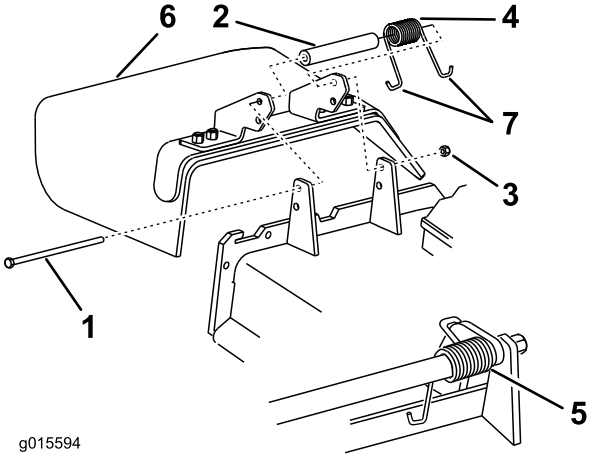

**Figur 89**
1. Fjern låsemutteren, bolten, fjæren og avstandsstykket som holder avlederen festet til svingboltbrakettene (Figur 89).
**Merk:** Påse at én **J**-ende av fjæren er montert bak enhetskanten før du monterer bolten som vist i Figur 89.
6. Plasser én **J**-krokende av fjæren rundt gressavlederen (Figur 89).